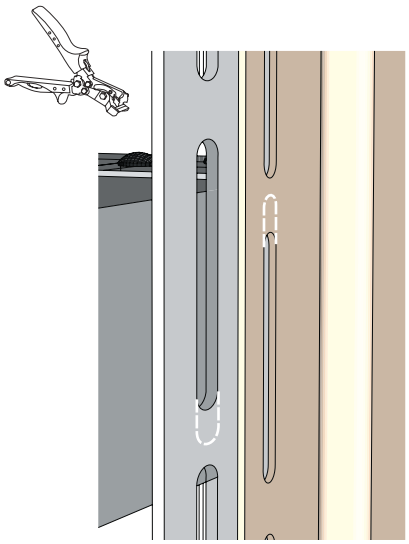

Рисунок 72
14.5 Перфорационные отверстия при совмещении могут не совпадать, иметь разную разбежку (рис. 72). В таких случаях, используя пробойник овальных отверстий, нужно подогнать перфорационные отверстия, удлинив их на одном, другом или обоих доборных элементах. После монтаж проходит согласно общим правилам монтажа.